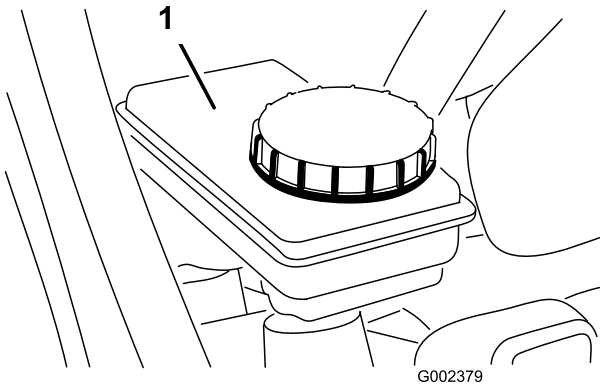

Figuur 23
2. Het vloeistofpeil moet tot aan de Vol-streep op het reservoir staan (Figuur 23).